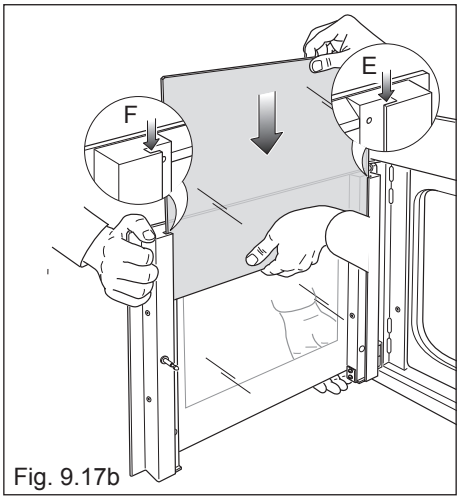
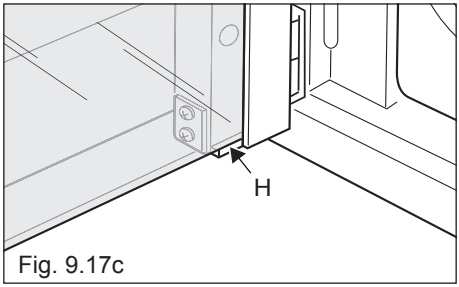

Fig. 9.17b
Fig. 9.17c
- Whilst one person holds the door still, a second person should insert the inner pane in the left "**E**" and right "**F**" side guides (fig. 9.17b) and gently let it slide up to the retainers "**H**" (fig. 9.17c). Forcible replacement of the door glass may lead to damage of the door hinges.